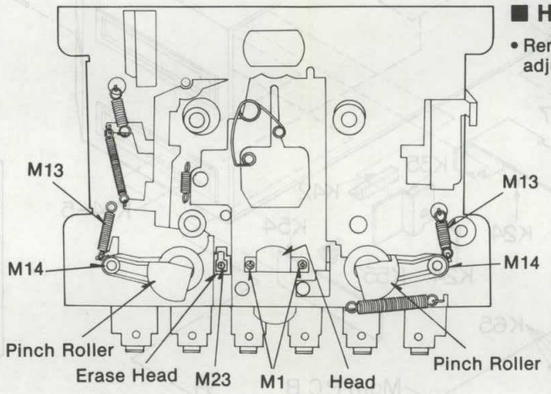

Fig. 2
■ Head (Fig. 2)
■ Pinch Roller (Fig. 2)
■ Erase Head (Fig. 2)